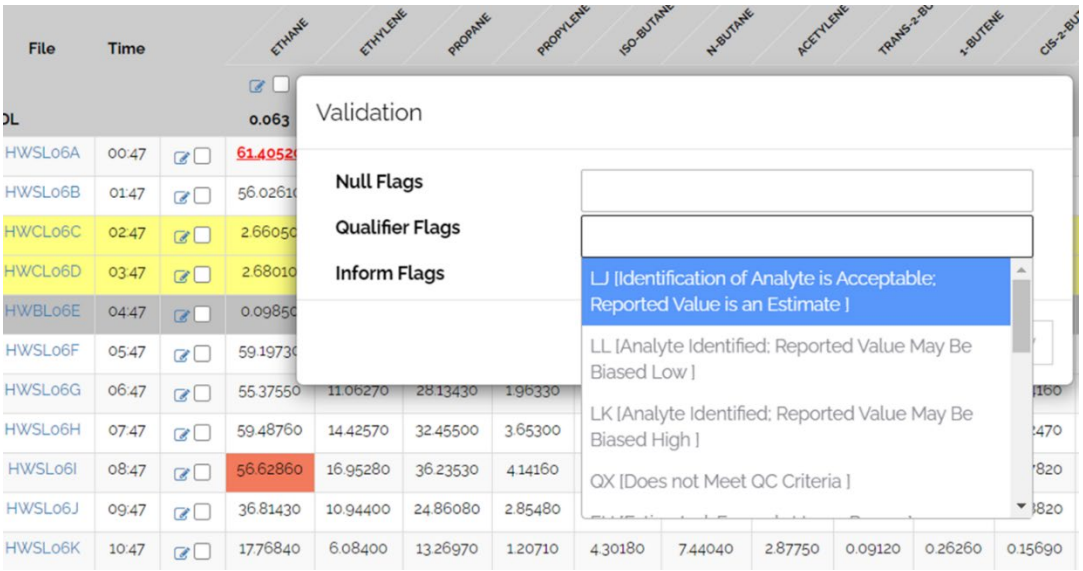

Figure 12. Flagging individual components in MAX
- Individual target components can be flagged for a single hour by clicking in the selected cell (compound/hour). The selected hour will be highlighted in red and the validation pop-up menu will pull up when right clicking the mouse. Then choose the desired code from the dropdown menu and select "Apply" (**Figure 12**)